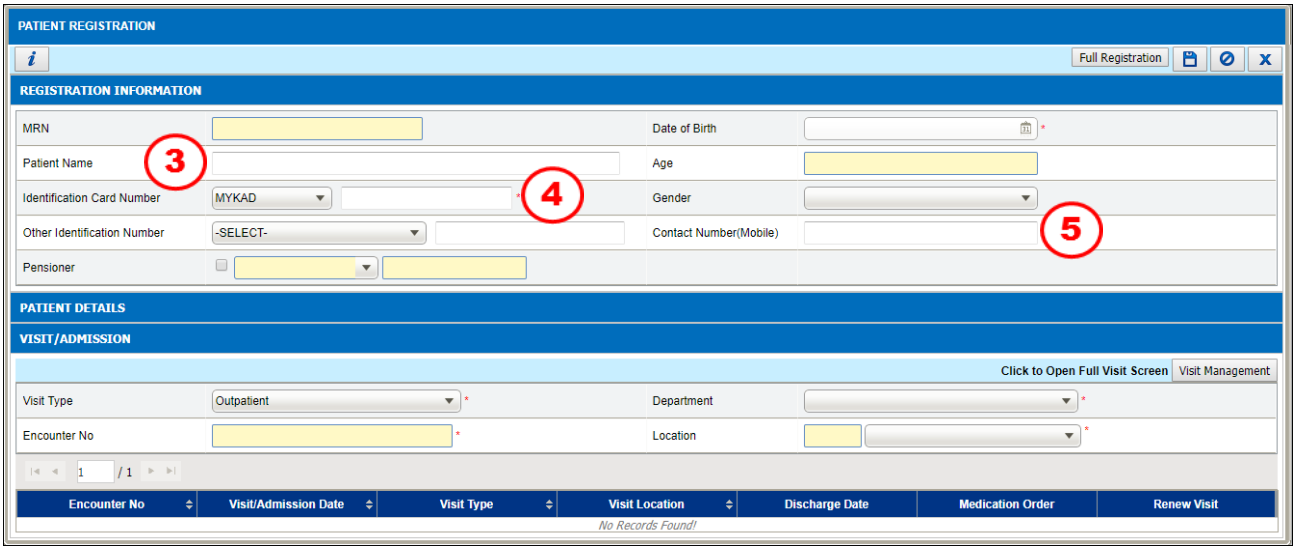

Figure 3.2-3 Registration Information
- *Another option to register a new patient is to click on the* New Patient Registration *button located under Patient Quick Registration that will display the same screen as Figure 3.2-3.*